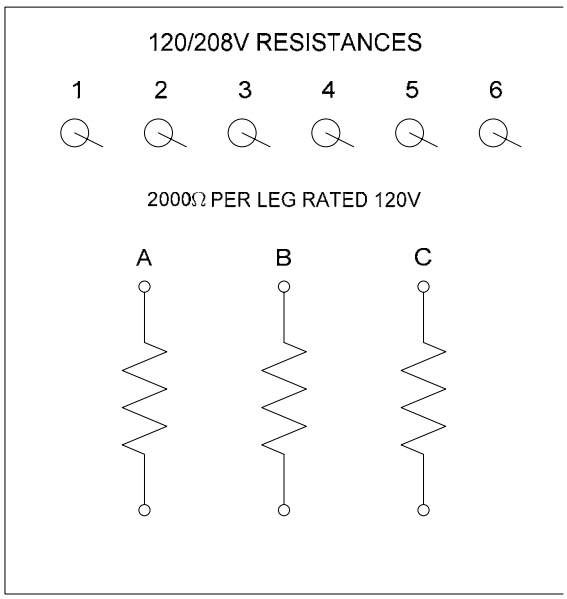

Figure 2: Variable Resistance Module
1. We will be using the variable resistor module found at the top of your station, shown below in Figure 2.